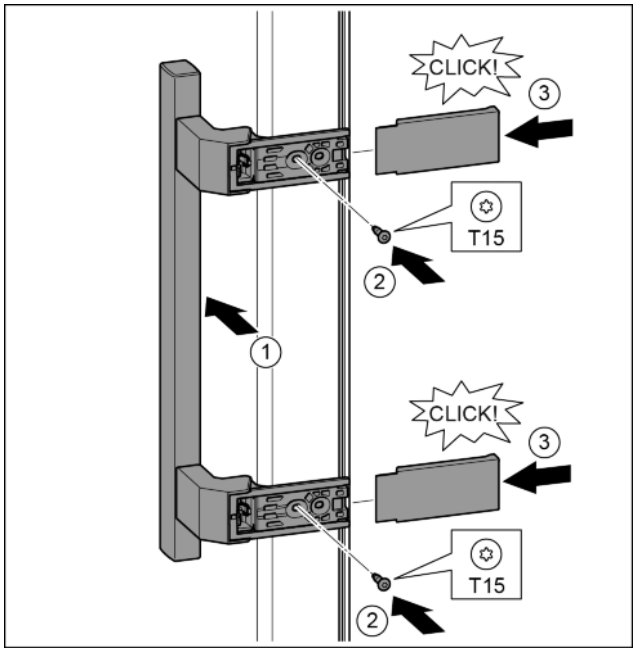

Fig. 37
- ▶ Position the handle on the other side. *Fig. 37 (1)*
- ▶ Tighten the screws with the T15 screwdriver. *Fig. 37 (2)*
- ▶ Position the covers on the side and push in. *Fig. 37 (3)*